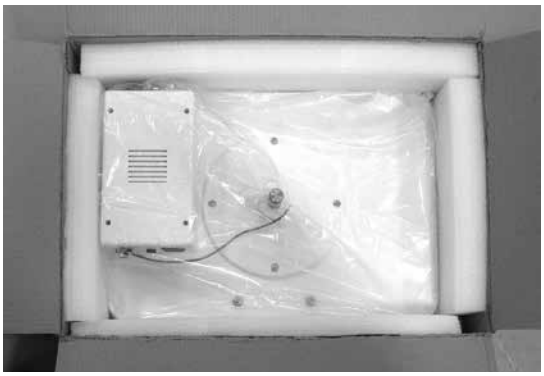

Figura SU-1 Tampo da mesa e componentes eletrônicos
1. Abra a caixa de transporte externa e remova as três (3) caixas internas.
3. Abra a caixa que contém o tampo da mesa e os componentes eletrônicos. Consulte a Figura SU-1.